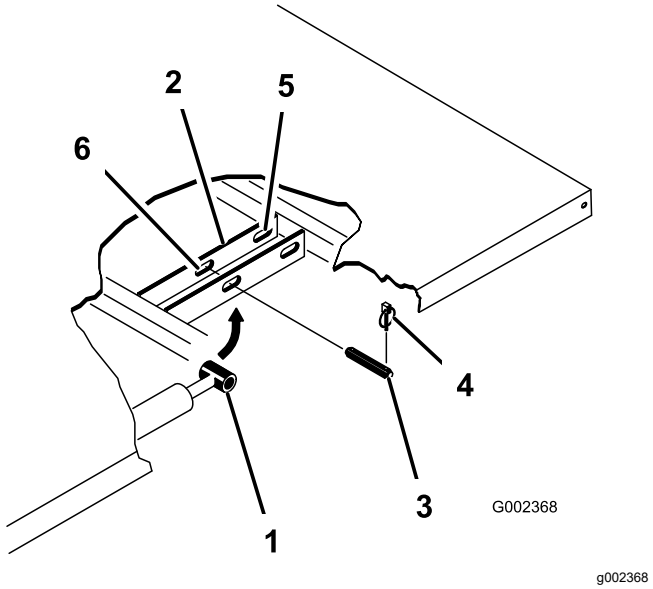

**Figura 23**
3. Retire los pasadores de seguridad de los extremos exteriores de los pasadores de las varillas de los cilindros (Figura 23).
4. Retire los pasadores que fijan las rótulas de las varillas de los cilindros a las chapas de montaje de la plataforma empujando los pasadores hacia dentro (Figura 23).
5. Retire los pasadores de seguridad y los pasadores que fijan las placas de giro a los perfiles del bastidor (Figura 23).